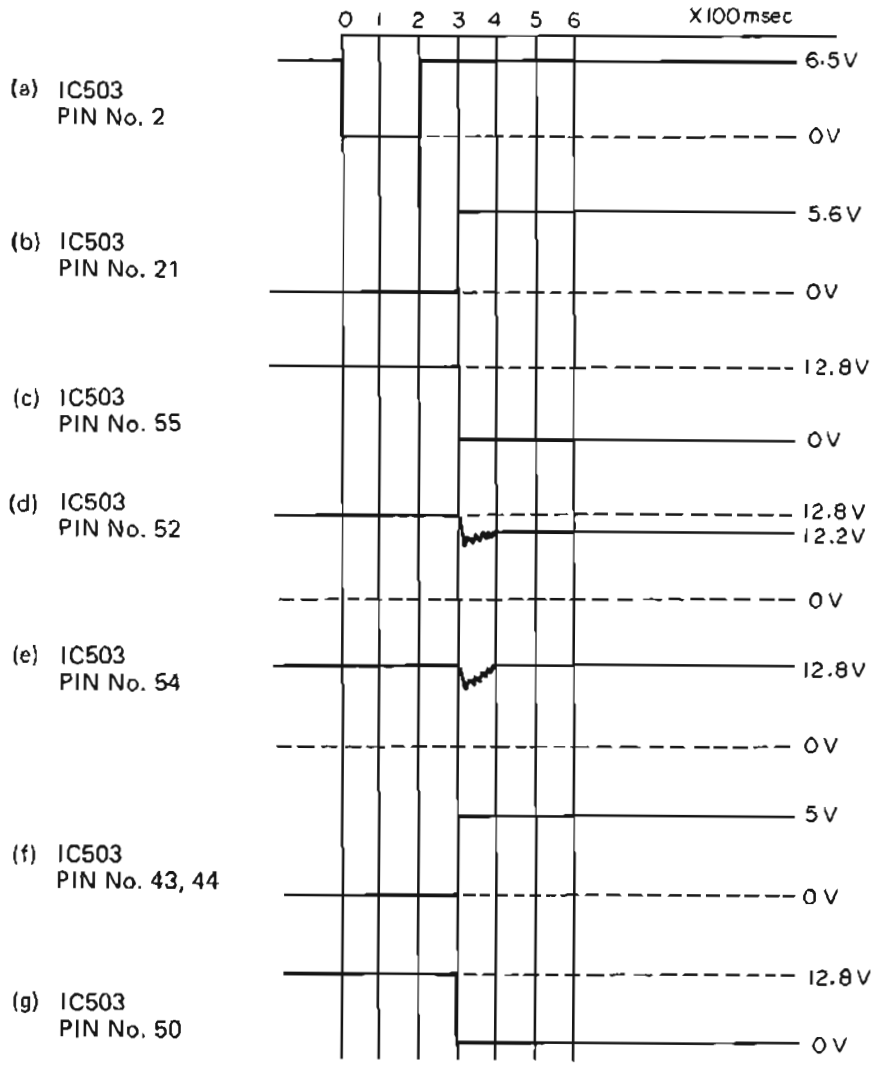

Fig. 13
4. REW-mode operation (See Fig. 13.)